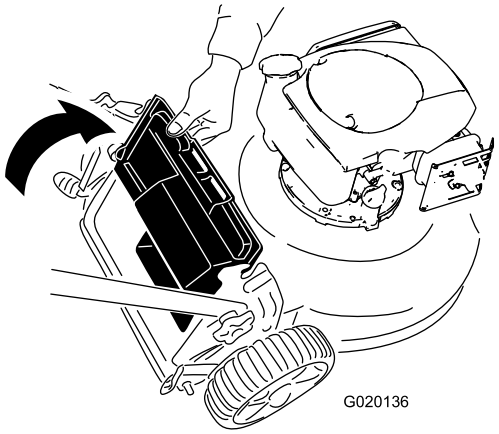

**Figuur 16**
2. Breng de afvoergeleider omhoog en houd deze omhoog (Figuur 16).